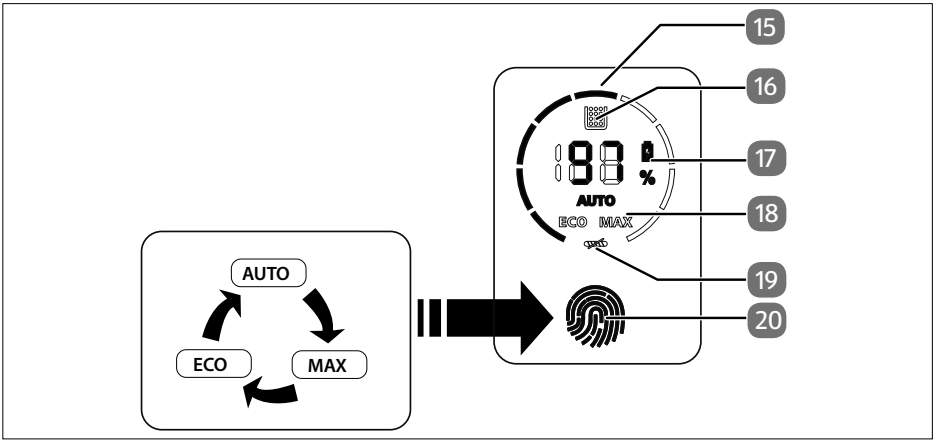

Rys. 2
- Włącz odkurzacz – w tym celu naciśnij i przytrzymaj włącznik/wyłącznik (21). Zablokuj włącznik/wyłącznik, naciskając przycisk blokady (22).
- Dotknij pole obsługi (20), aby ustawić tryb działania **AUTO**, **MAX** lub **ECO**. Odpowiednia moc silnika jest pokazywana na wyświetlaczu (15) (patrz rys. 2).